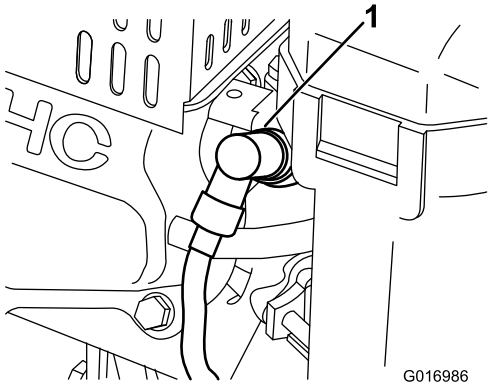

Figur 27
1. Dra av den gjutna kabeln från tändstiftet (Figur 27).